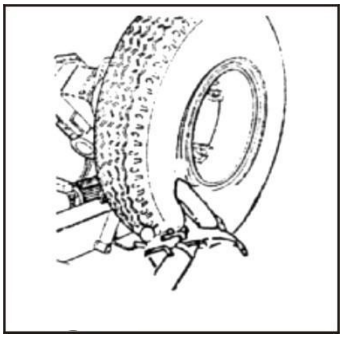

Рис.20
3. Установите монтажный диск рядом с краем диска колеса Рис.20